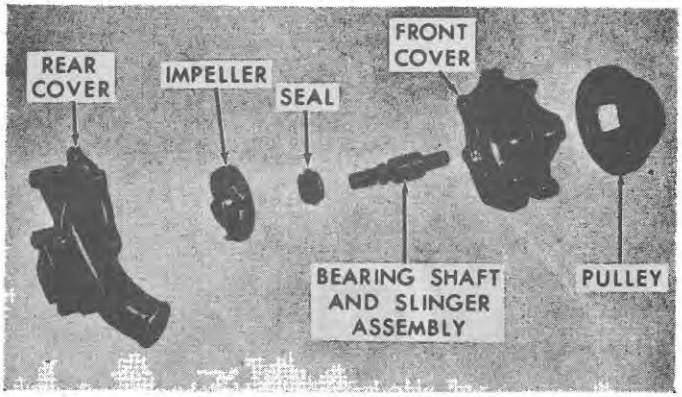
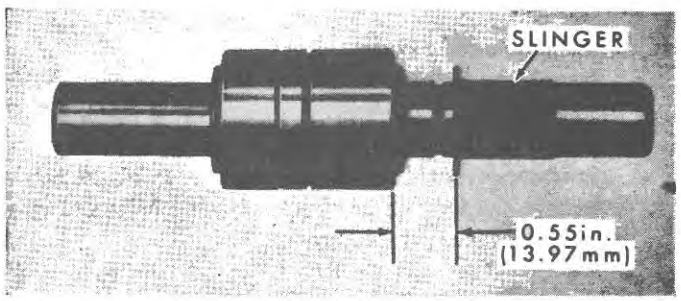

Figure 84
Figure 85
2. Check the individual parts of the bearing shaft and slinger assembly for nicks, scores, or other damage, and the slinger for correct position on the shaft, Figure 85. If the bearing and shaft are undamaged and the slinger is damaged or incorrectly positioned, remove it using care not to damage the shaft.
1. Figure 84 is an exploded view of the water pump. Use it for reference during reassembly. With a piece of pipe or sleeve slightly larger than the bearing shaft, press a new slinger onto the shaft. Press the slinger to the dimension shown in Figure 85.